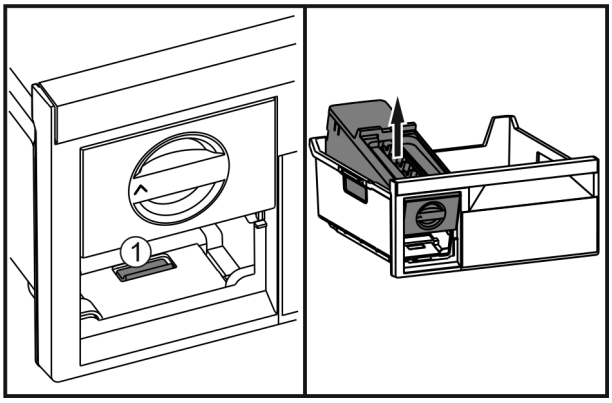

*Fig. 39*
- ▶ Press the lug *Fig. 39 (1)*, lift up the EasyTwist-Ice at the rear and take it out of the freezer drawer.